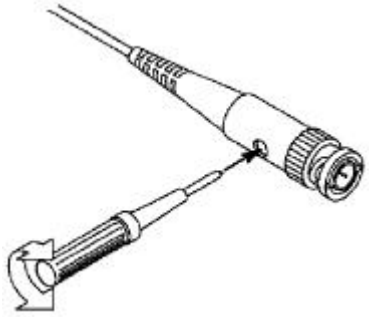

Figura 3-7: Regolazione della sonda
2. Controllare la forma d'onda visualizzata e regolare la sonda fino a quando la compensazione è corretta. Vedere Figura 3-6 e Figura 3-7.